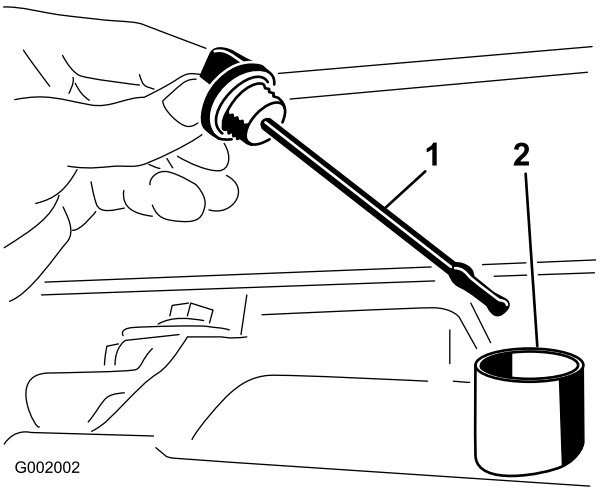

**Figur 37**
2. Fjern målepinden fra gearkassen, og aftør den med en ren klud (Figur 37).